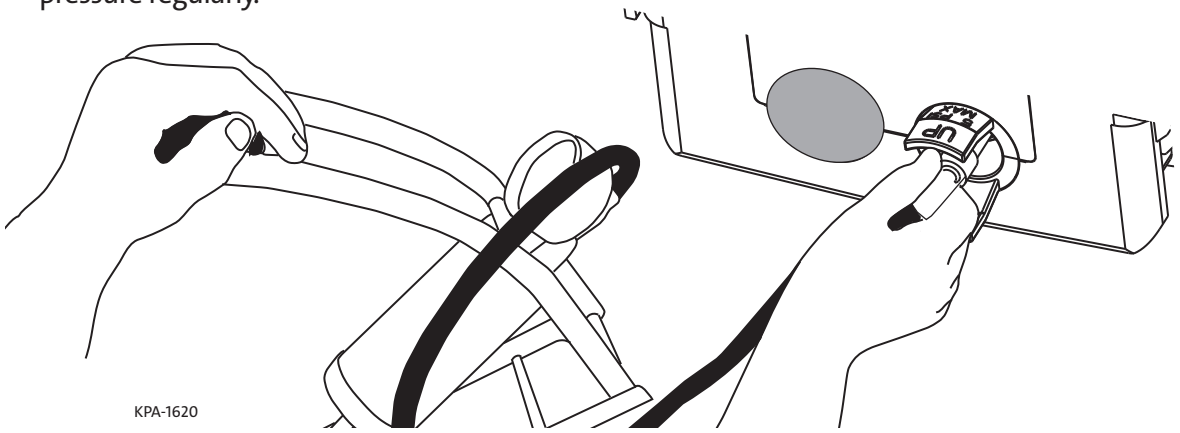

Figure 28
Make sure the gasket is installed into the lower half-shell with the channel on the gasket facing upward and the three ridges facing downward (Figure 28).
Step 2: Inject 5 psi of air into the terminal using a hand pump or a regulated tank supply (Figure 28). Check pressure regularly.